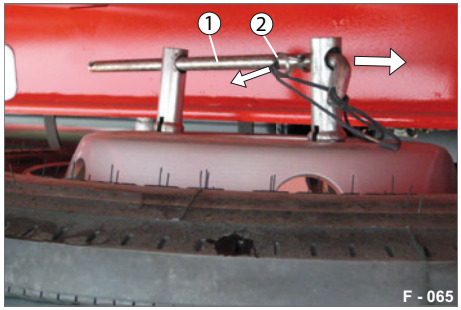

Abb. 83 Querstab lösen
- ▶ Ziehen Sie den Federstecker (Abb. 83/2) heraus.
- ▶ Ziehen Sie den Querstab (Abb. 83/1) aus beiden Rohrmuttern heraus.